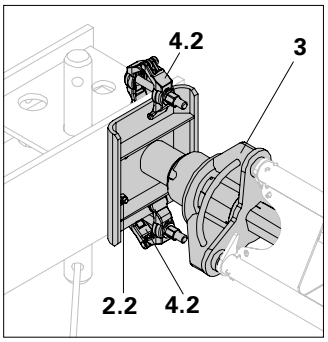

Fig. A2.05
2. Screw out Head Spindles (2) until Head Spindles HDK 45 and the Lowering Device (3) lie against the Main Beams HDT. (Fig. A2.05/A2.06)